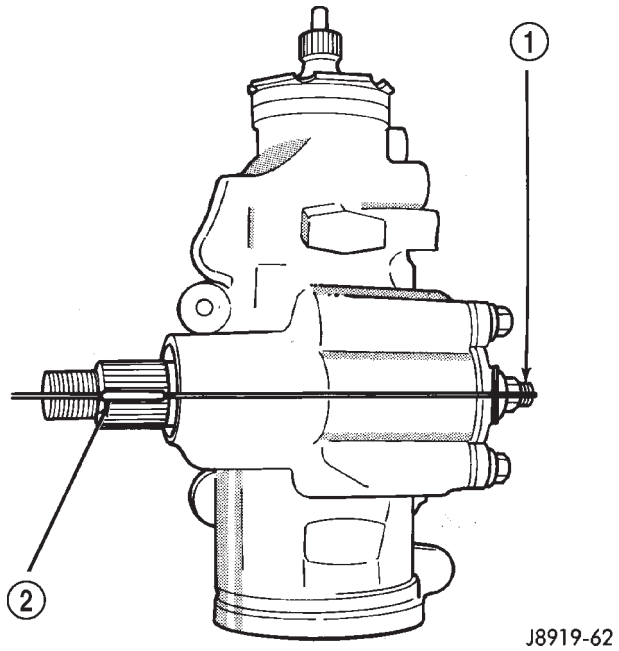

Fig. 9 Steering Gear Centered
(1) Rotate the stub shaft with a 12 point socket from stop to stop and count the number of turns.
(2) Starting at either stop, turn the stub shaft back 1/2 the total number of turns. This is the center of the gear travel (Fig. 9).